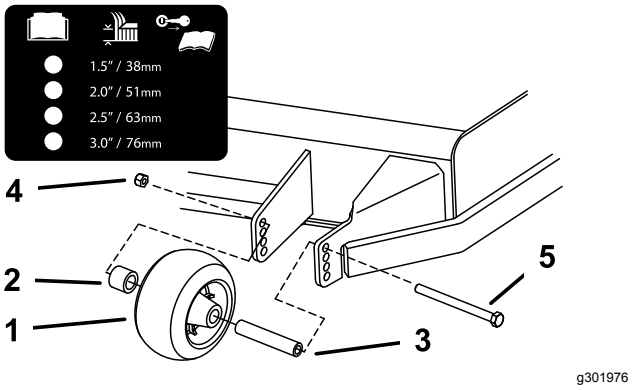

Figur 36
3. Justera antiskalpvalsarna enligt Figur 36.